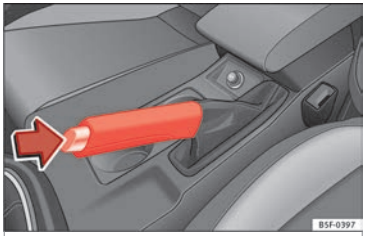

Fig. 186 Freno de mano entre los asientos delanteros.
– Tire con fuerza de la palanca del freno de mano hacia arriba ››› **fig. 186**.
– Tire ligeramente de la palanca hacia arriba, presione el botón de desbloqueo en la dirección de la flecha ››› **fig. 186** y baje completamente la palanca ››› ⚠.